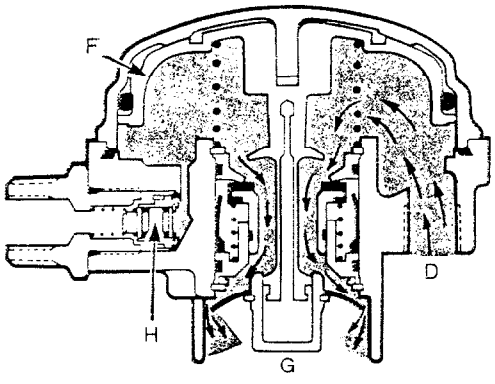

Figure 11 — Spring Brake Relay Valve — Application
27. As the emergency line pressure decreases, piston F rises to open ports D to exhaust port G and applies the spring brakes (see Fig. 11). Valve H now returns to the open position under spring pressure. The spring brakes cannot be released until the fault has been rectified.